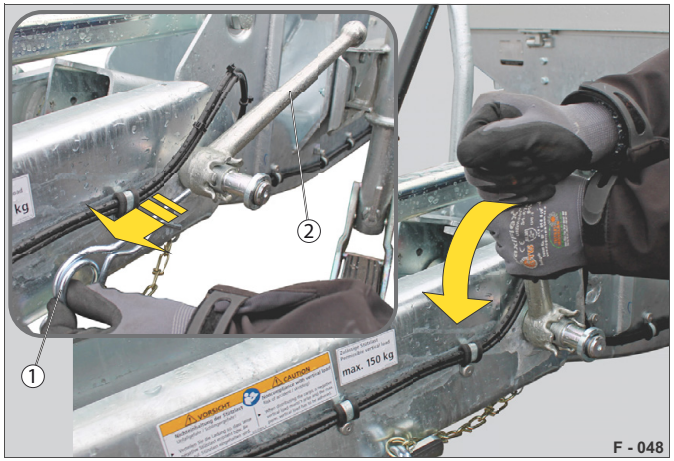

Abb. 46 Uvolnění zajišťovacího kolíku
▶ Vytáhněte pružinový konektor (Abb. 46/1).
▶ Uvolněte zajišťovací kolík (Abb. 46/2) a otočte jej až na doraz.